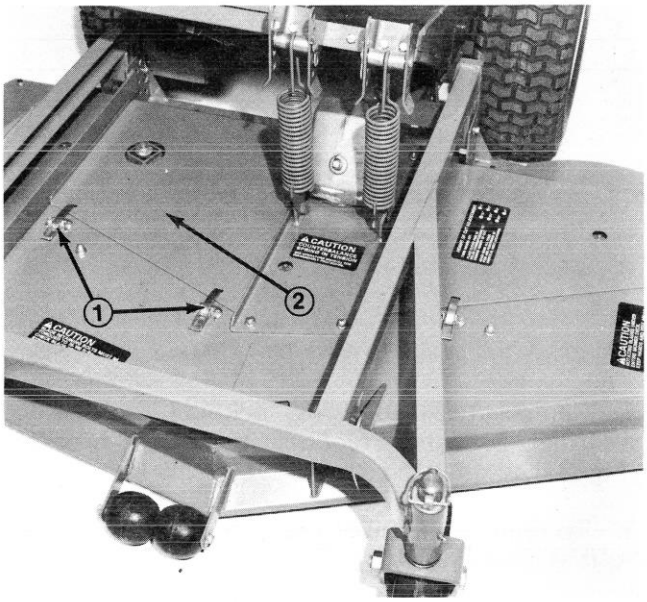

Figure 38
2. Release and unhook latches securing center cover to top of cutting unit (Fig. 38). Remove cover from cutting unit.
3. Release and unhook latches securing center and left covers to top of cutting unit. Remove covers. (Fig. 38).
2. Release and unhook latches securing center cover to top of cutting unit (Fig. 38).